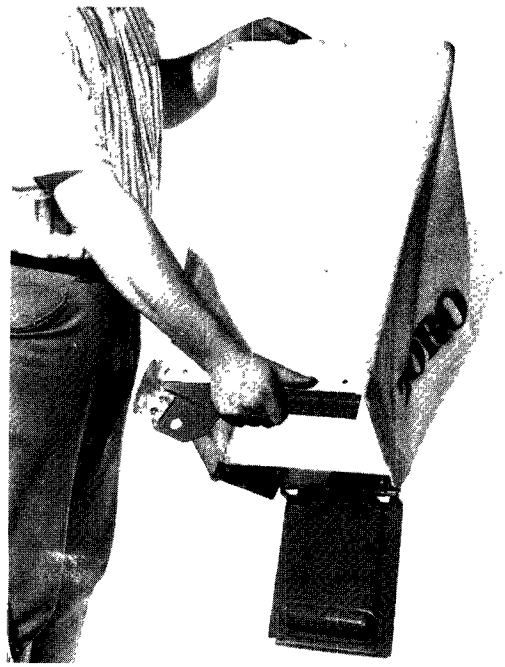

Figure 27
6. Open door at front of grass bag. While shaking the bag, gradually tip it forward so grass sifts out (Fig. 27). Do not try to dump all the grass at once.